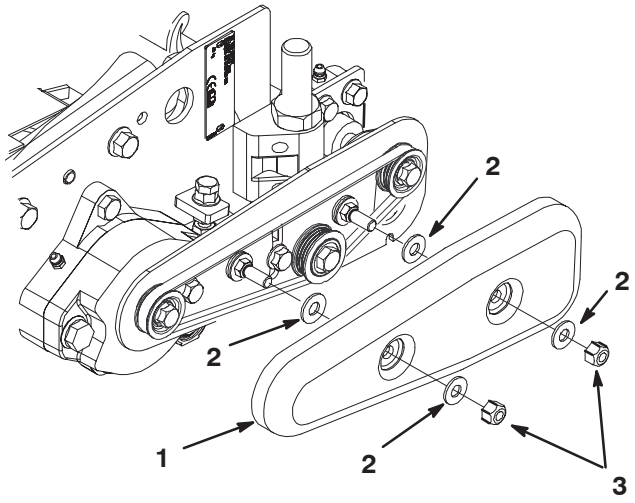

Figure 18
1. Remove the (2) washers and lock nuts securing the belt cover to the mounting bolts (Fig. 18).
2. Remove the washer from each cover mounting bolt (Fig. 18).